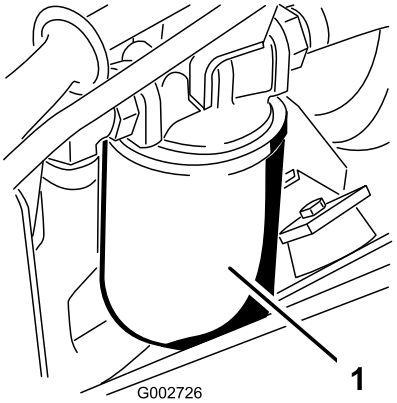

Figur 40
3. Ställ ett uppsamlingskärl under hydrauloljefiltret på maskinens vänstra sida (Figur 40).